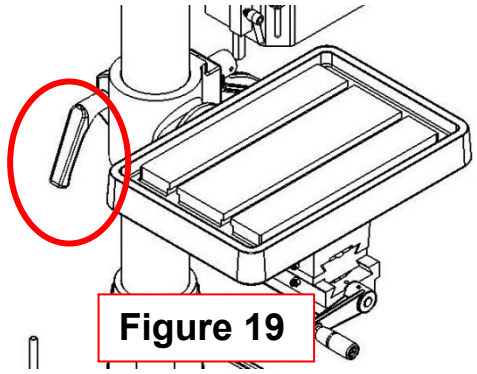

Figure 19
(1) Tout dabord, desserrez la bride de serrage côté gauche (**Figure 19**).
(3) Enfin, serrez la bride de serrage. **(Figure 19)**